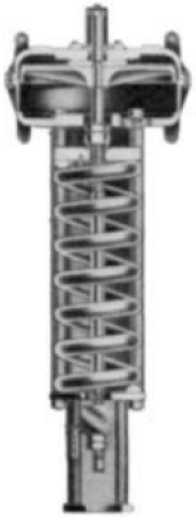

Figure 2-4. Typical pneumatic actuator (*courtesy of Fisher Controls International, Inc.*).
- The most common way to affect this motion is with a pneumatic actuator, such as that shown in Figure 2-4.